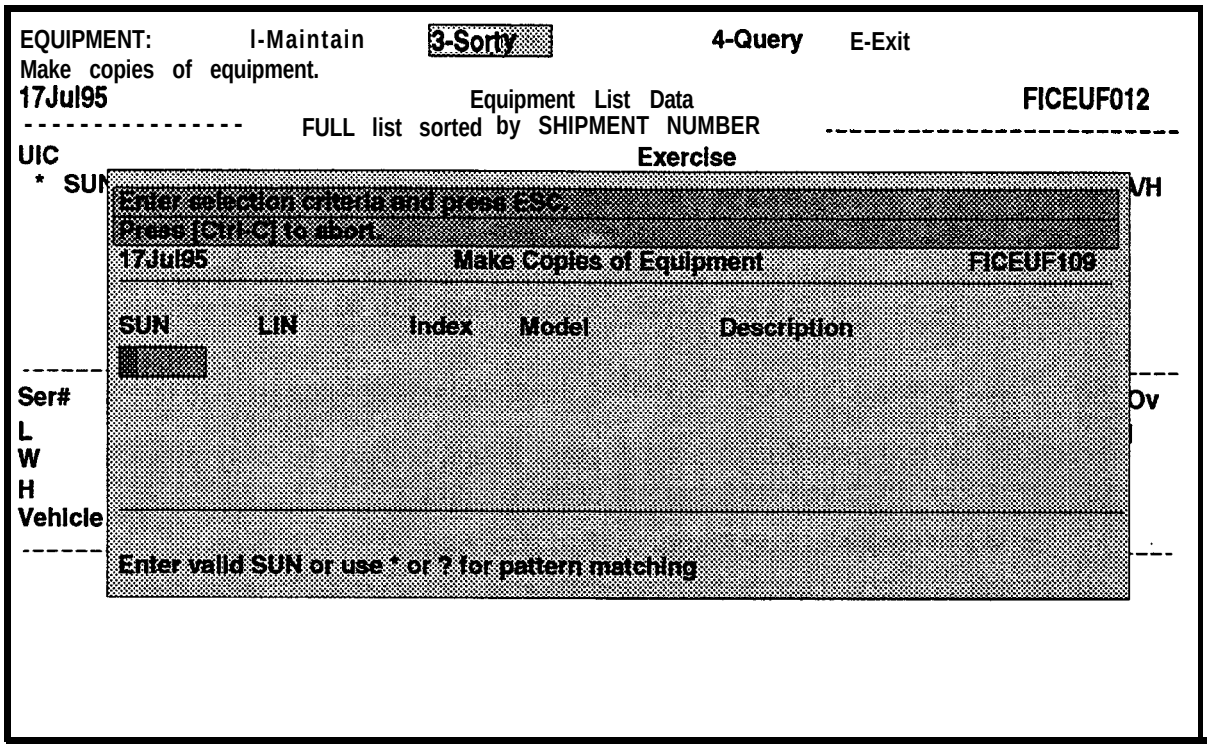

Figure 5-41. Make Copies of Equipment Window
(1) The top section is sometimes referred to as the **Vehicle Section** and has a **list sorted by** title. This section displays information in **the SUN, VI (Vehicle Indicator), Model Number, Description, LIN/Index, EchULN, D (Deployment Mode), M (Mode to Port of Embarkation), S (Standard Indicator), and A/H (Hazardous Indicator)** fields for each vehicle or piece of equipment.
(2) The center section is sometimes referred to as the **Detail Section** and has a **DETAIL FOR** title. This section provides dimensions, weight, and other data for the piece of equipment that is highlighted in **the Vehicle Section** of the screen.
(3) The bottom section is sometimes referred to as **the Load Section** and has a **VEHICLE LOAD DATA FOR** title. Only the types of Special Handling Equipment identified in paragraph 5.3.8 (page 5-108) can have loads. This section gives the load description, LIN, LINIndex, SUN, Load Number, and Quantity information for the piece of equipment highlighted **in the Vehicle Section** of the screen. This section will not be identified when the blank screen is displayed.
c. From the EQUIPMENT: ring menu, select **Copy.** The Make Copies of Equipment window will be displayed, as shown in Figure 5-41. The cursor will be in the **SUN** field. You can enter selection criteria into any one or any combination of the **SUN, LIN, Index, Model, and/or Description** fields.